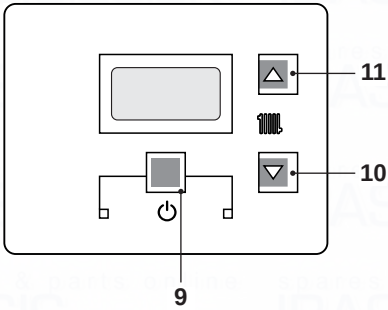
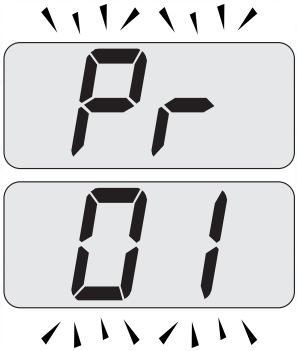
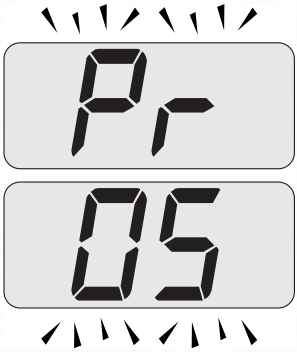

Fig. 8.3
Fig. 8.4
Fig. 8.5
- Enter in "programming mode" by pressing keys 9- 10- 11(Fig. 8.3) for 10 seconds at the same time until the letters **Pr** that alternate with code **01** are displayed on the LCD display, indicating that "parameter 01"(Fig. 8.4) has been activated.
- Scroll the various parameters using keys 10or 11until the letters **Pr** that alternate with code **05** are displayed on the LCD display, indicating that "parameter 05"(Fig. 8.5) has been activated.
- Press keys 9and 11(Fig. 8.3) at the same time until the value of parameter 05(00=G20) is displayed on the LCD display (Fig. 8.6).
- By pressing key 11three times, it is possible to change the value of parameter 05 from **00**=G20 to **05**=G31, which is ok for LPG gas.
- By pressing key 9(Fig. 8.3) confirmation of the inserted value is obtained.
- Press keys 9and 10(Fig. 8.3) at the same time to exit without changing the value (return to the parameters list Fig. 8.5)
- Press keys 9- 10- 11(Fig. 8.3) at the same time for 10 seconds to exit the "programming mode".